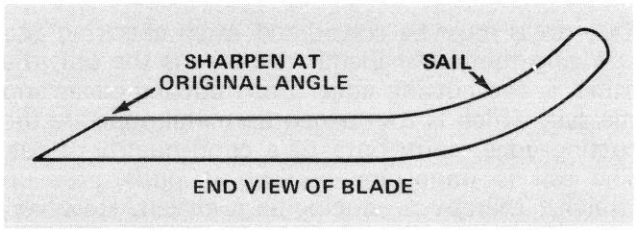

Figure 32
3. Inspect cutting edges of all blades. Sharpen the cutting edges if they are dull or nicked. Sharpen only the top side of the cutting edge and maintain the original cutting angle to make sure of sharpness (Fig. 32). The blade will remain balanced if same amount of metal is removed from both cutting edges.